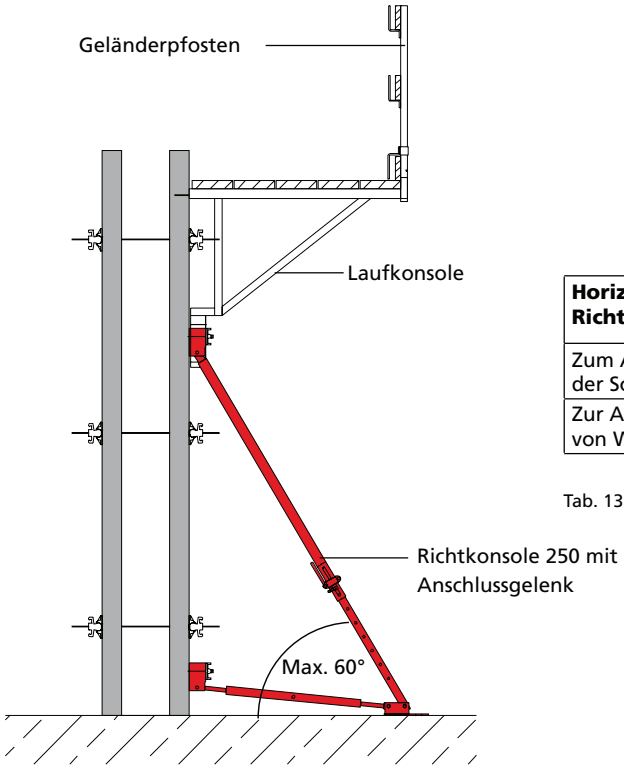

Abb. 13.1
Die Richtstützen und Richtkonsolen werden per Anschlussgelenk und Flanschschraube 18 an der Funktionsstrebe befestigt (Abb. 13.1). Werden sie nur zum Ausrichten der Schalung benötigt, empfehlen wir einen Maximalabstand von 4,00 m. Ist die Schalung gegen Wind zu sichern, ist der Abstand auf 2,50 m zu verringern (Tab. 13.2). Für weitere Anwendungsfälle wenden Sie sich bitte an unsere Anwendungstechnik.
- Die Schalungshöhe und Länge der Richtstützen sollten gleich und der Winkel zwischen Fuß- und Richtstrebe kleiner als 60° sein (Abb. 13.1).